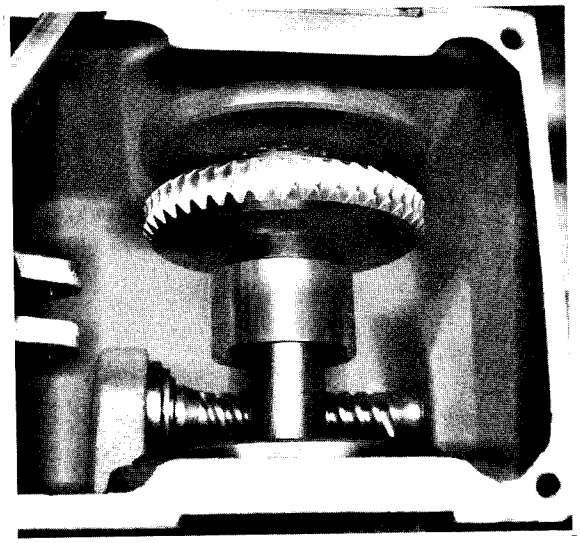

Figure 55
2. Placer l'ensemble excentrique dans le réducteur sans la tige de connection arrière et retourner de 180° de telle manière que les engrenages n'engrenent pas (figure 55).